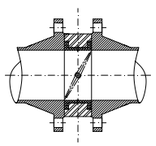

рис. 5
3. Приоткройте затвор, чтобы диск провернулся, но не вышел за пределы корпуса затвора (рис. 5).